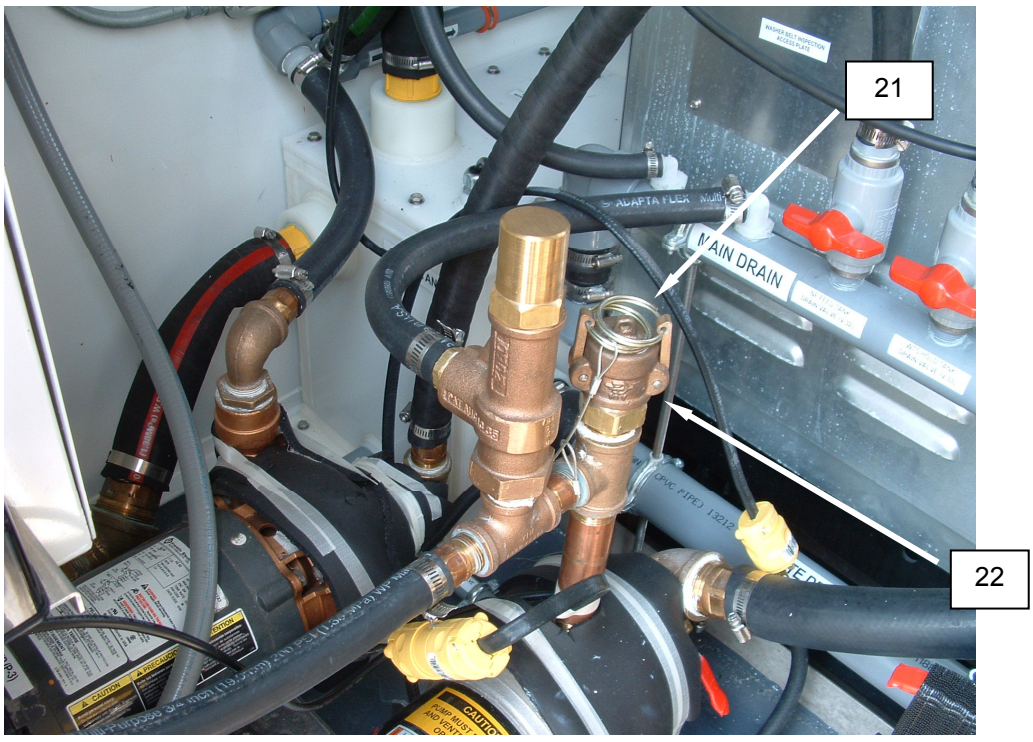

Figure 16. P-1 Pump Priming Standpipe.
2. Remove the QD cap **(Figure 16, Item 21)** from the priming standpipe **(Figure 16, Item 22)**.
3. Pour approximately 1/2 gallon of supply water into the open standpipe **(Figure 16, Item 22)**.
4. Install the QD cap **(Figure 16, Item 21)** into the standpipe **(Figure 16, Item 22)**, and lock in place.